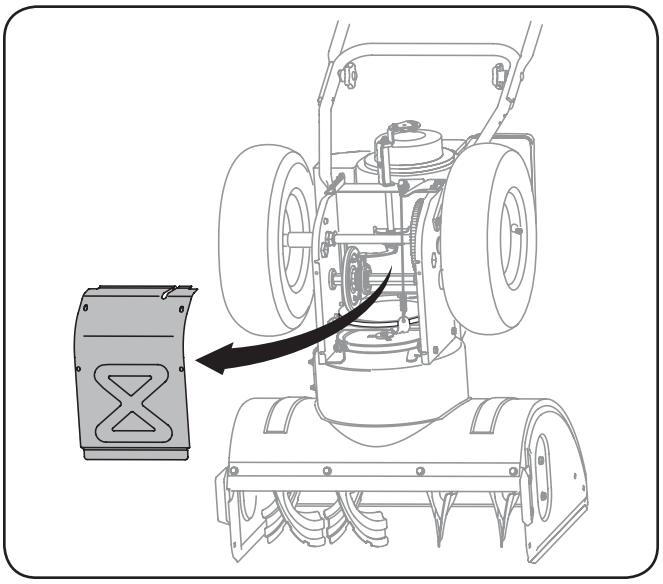

Fig. 7-3
5. Démontez le couvre-châssis du dessous de la souffleuse en retirant les quatre vis auto-taraudeuses qui le maintiennent en place. Voir la Fig. 7-3.